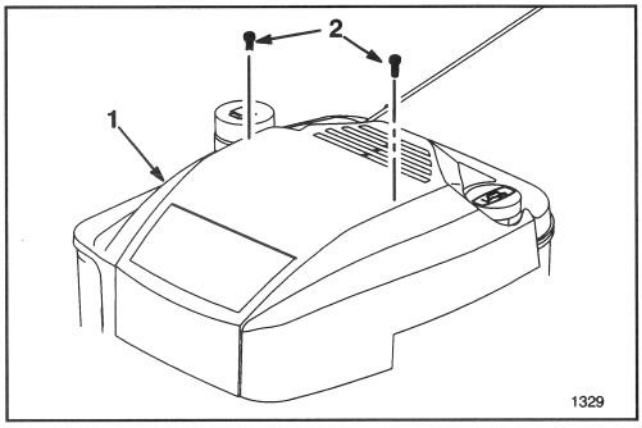

Afbeelding 17
2. Verwijder (2) schroeven uit de motorkap en til de kap eraf (Afb. 17).